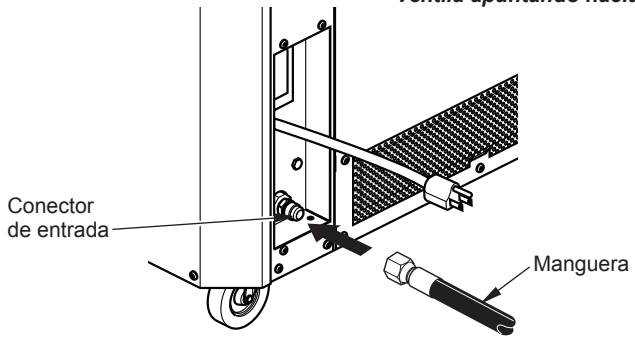

Figura 8 - Manguera y conector de entrada
3. Conecte la manguera al conector de entrada (consulte la figura 8). Apriete firmemente usando una llave.